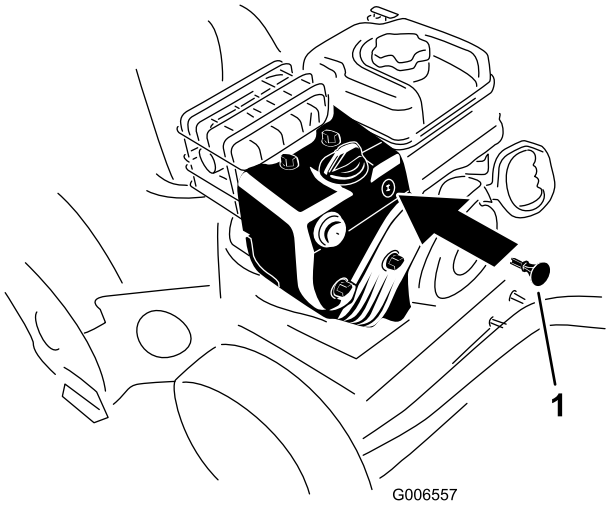

**Figur 26**
3. Sätt i tändningsnyckeln (Figur 26).